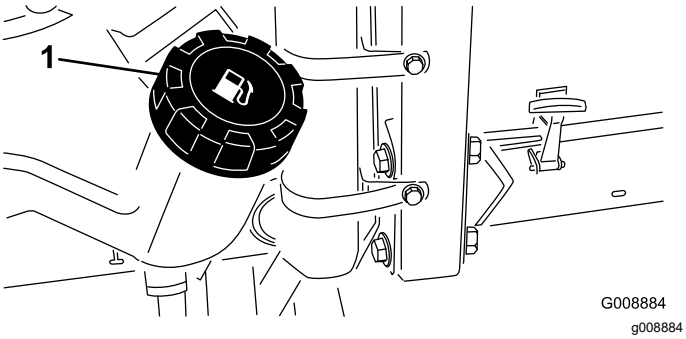

Figuur 26
1. Maak de omgeving van de dop van de brandstoftank schoon (Figuur 26).